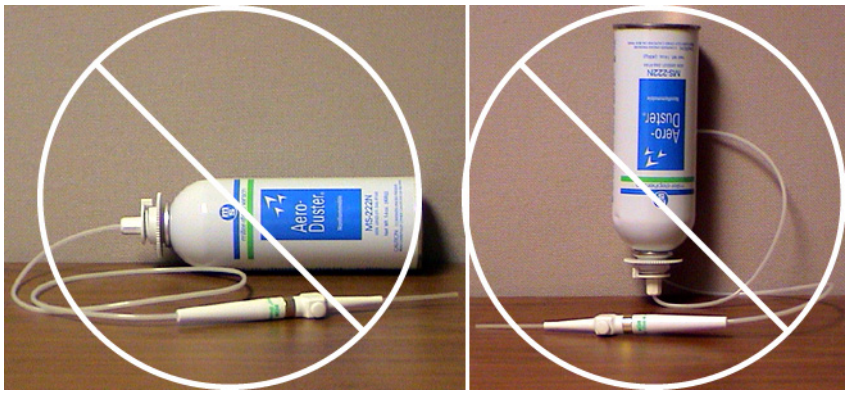

Figure F-7 Wrong Angles will generate Liquid Spray
- Do not use Aero Duster Spray as shown in Figure F-7. This will create a liquid stream which will charge the surface as it evaporates.